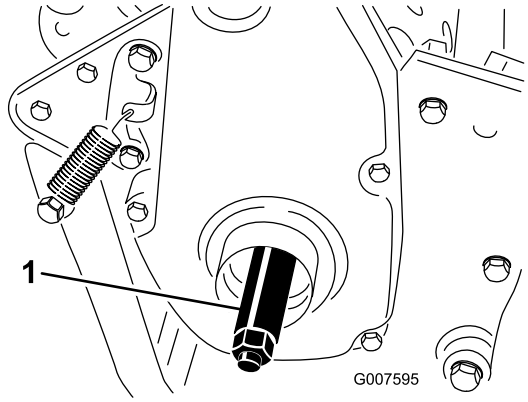

Rysunek 7
3. Wkręć prawy wał koła w pasowe koło napędowe po prawej stronie urządzenia (Rysunek 7).